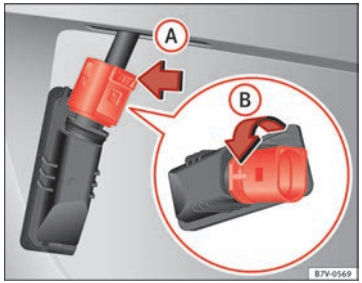

Fig. 158 Luz de matrícula: desmontar o porta-lâmpadas
3. No bloqueio do conector, pressione ⇒ Fig. 158 no sentido da seta (A) e puxe o conector.
4. Gire o porta-lâmpadas no sentido da seta (B) e retire-o juntamente com a lâmpada.
6. Introduza o porta-lâmpadas na luz de matrícula e rode no sentido oposto ao da seta (B) até ao topo. ▶